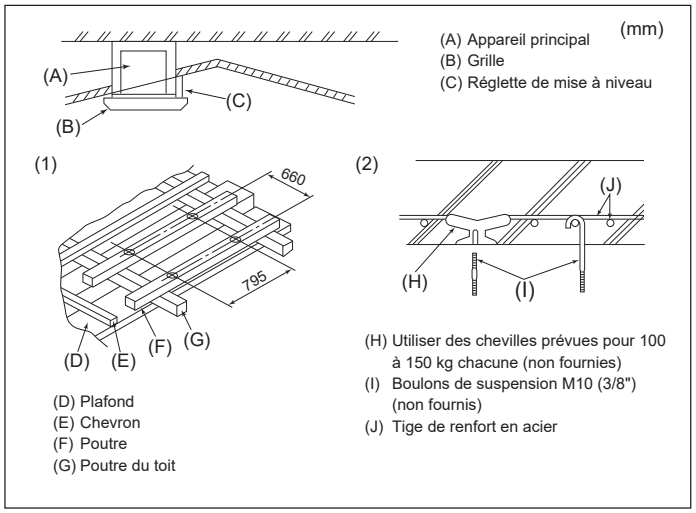

Fig. 3-5
3.5. Structure de suspension (Construire une structure renforcée à l'endroit de suspension de l'appareil) (Fig. 3-5)